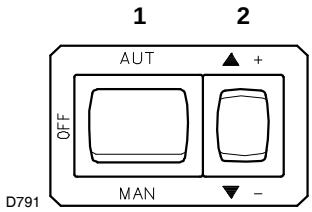
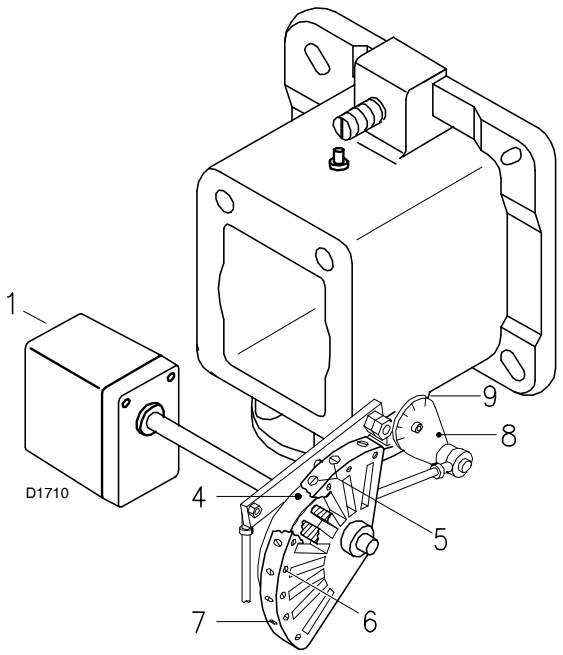
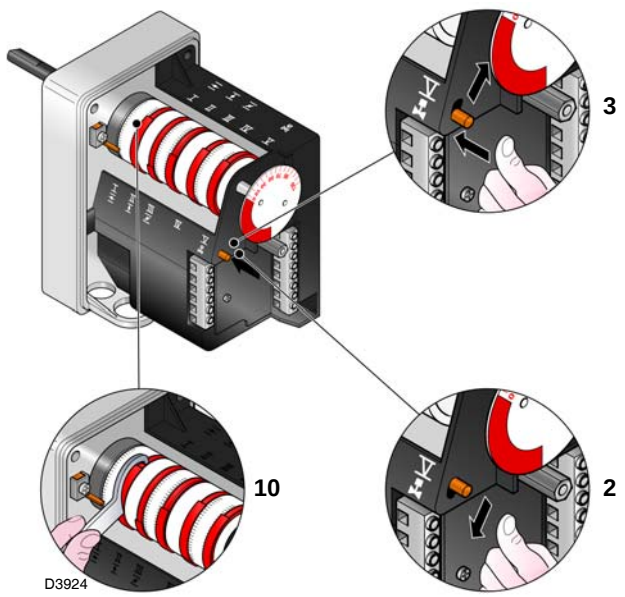

Fig. 36
Fig. 37
Fig. 38
Close the control devices and set switch 1)(Fig. 36) to “MAN”.
In the above instructions we left the burner running in MIN. output operation. Now press button 2)(Fig. 36) “increase output” and keep it pressed until the servomotor has opened the air gate valve and the gas butterfly valve.
Progressively adjust the end profile of cam 4)(Fig. 37) by turning the screws 7).
Key Fig. 37
Press button 2)(Fig. 36 at page 29) “output reduction” until the servomotor has closed the air gate valve and the gas butterflu valve to 30° (factory set adjustment).
– If this value is to be reduced, decrease the angle of cam III (Fig. 38) slightly by proceeding a little at a time until the angle is changed from 30° to 28° - 26°....
– If it has to be increased press the button “output increase” 2)(Fig. 36 at page 29) (i.e. open the gas butterfly valve by 10-15°), increase the cam III angle (Fig. 38) with small successive movements, i.e. take it from angle 30° to 32° - 34°....
In order to adjust cam III, especially for fine movements, the key 10)(Fig. 38), held by a magnet under the servomotor, can be used.
Progressively adjust the starting profile of cam 4)(Fig. 37) by turning the screws 5).
Press the key 2)(Fig. 36 at page 29) “output increase” a little so that the servomotor turns by about 15°.
➤ Switch off the burner using switch 1)(Fig. 36 at page 29), at OFF position;
➤ disengage the cam 4)(Fig. 37) from the servomotor, by pressing the button 3)(Fig. 38) and moving it to the right, and check more than once that the movement is soft and smooth, and does not grip, by rotating the cam 4) forward and backward by hand.
➤ Engage the cam 4) to the servomotor again by moving the button 2)(Fig. 38) to the left.
➤ Finally fix the adjustment by turning the screws 6)(Fig. 37).